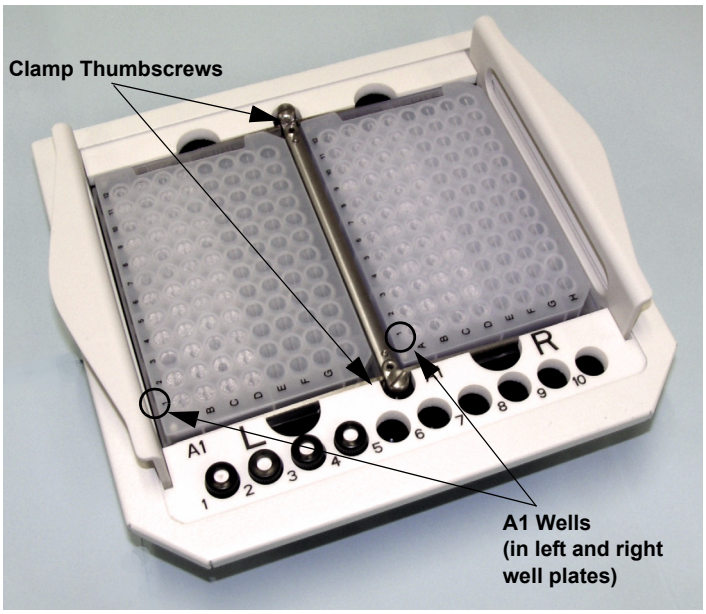

Figure 3-3. Well Plate Tray with Two Well Plates Installed
6. Orient the well plate with well A1 at the front-left corner and set the well plate in the well plate tray (see Figure 3-3).